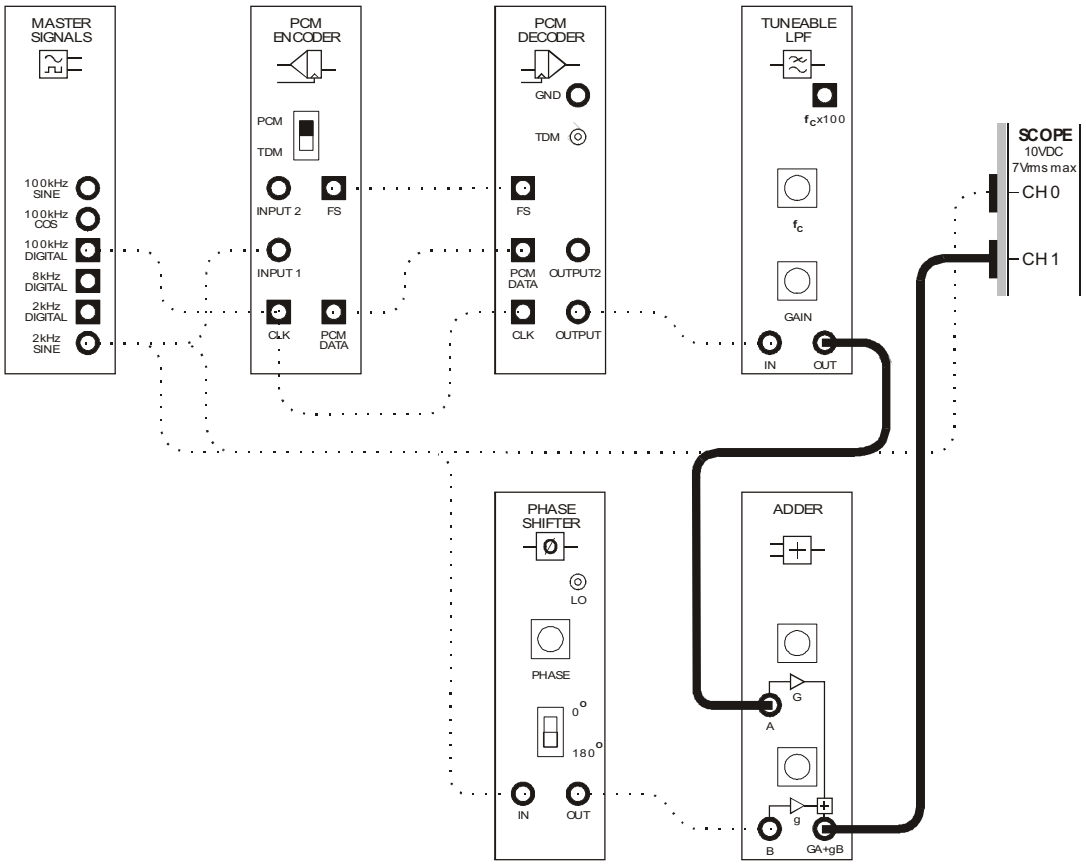
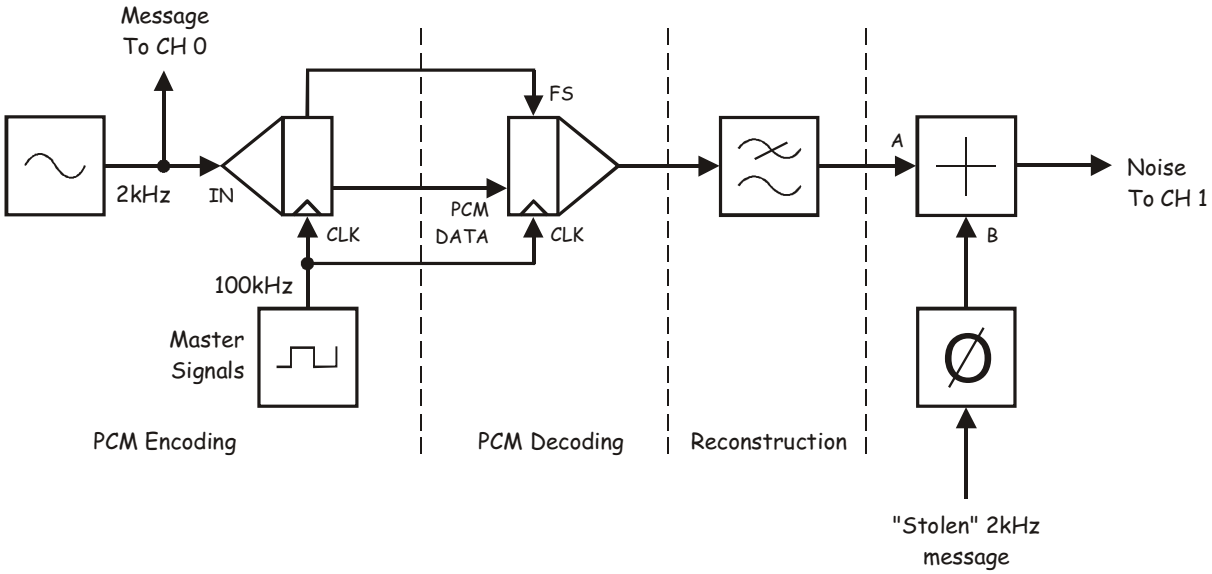

Figure 13
Figure 14
52. Modify the set-up as shown in Figure 13 below.
The set-up in Figure 13 can be represented by the block diagram in Figure 14 below. The nulling circuit has been added to remove the component on the filter's output that is at the message frequency leaving only the noise.